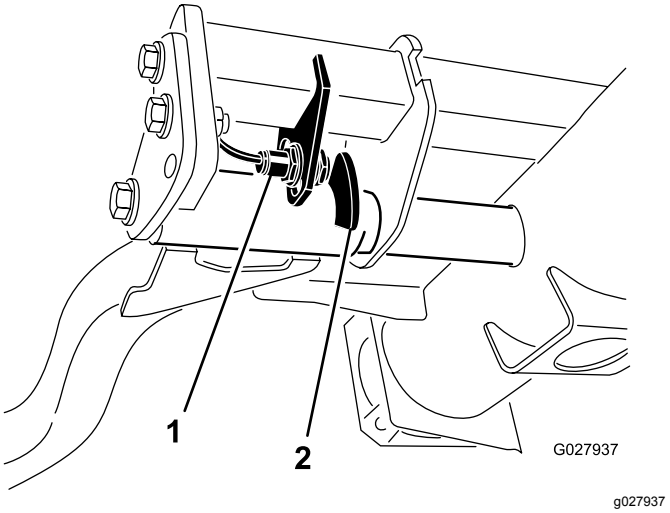

Figuur 68
2. De schakelaar van de hefarm bevindt zich onder de hydraulische tank achter de hefarm rechts voor (Figuur 68).
3. Draai de bevestigingsschroeven van de schakelaar los en zet de schakelaar lager om de draaihoogte van de hefarm te verhogen of hoger om de draaihoogte te verlagen (Figuur 68).